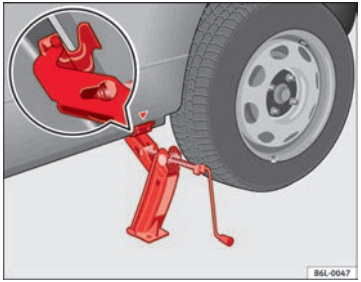

Fig. 150 Fitting the jack
– Align the jack so that the arm of the jack fits around the rib under the door sill and the movable base plate of the jack is flat on the ground ⇒ Fig. 150.